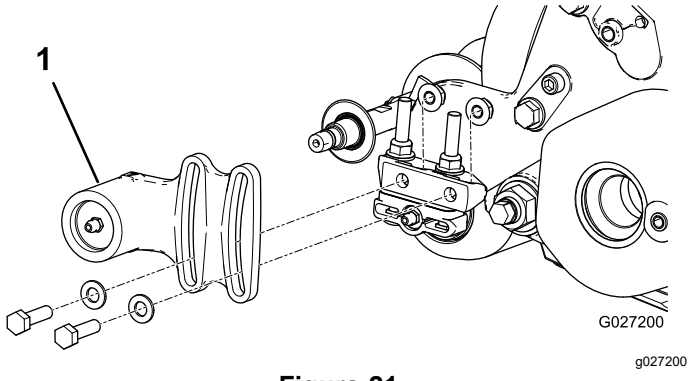
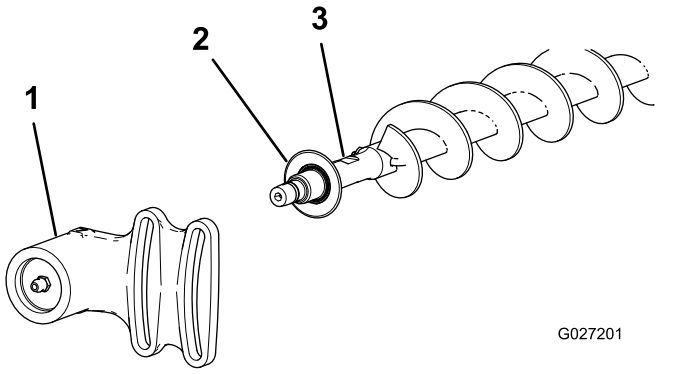

Figura 21
Figura 22
1. Se sull'apparato di taglio è installata una spazzola per rulli, togliete i 2 bulloni, le rondelle e i dadi che fissano l'alloggiamento del cuscinetto secondario alla staffa di montaggio dell'alloggiamento del cuscinetto (Figura 21 e Figura 22).
2. Fate scorrere l'alloggiamento del cuscinetto secondario e la guarnizione fino a estrarle dall'albero della spazzola (Figura 22).
9. Installate la guarnizione e l'alloggiamento del cuscinetto secondario sull'albero della spazzola (Figura 22).